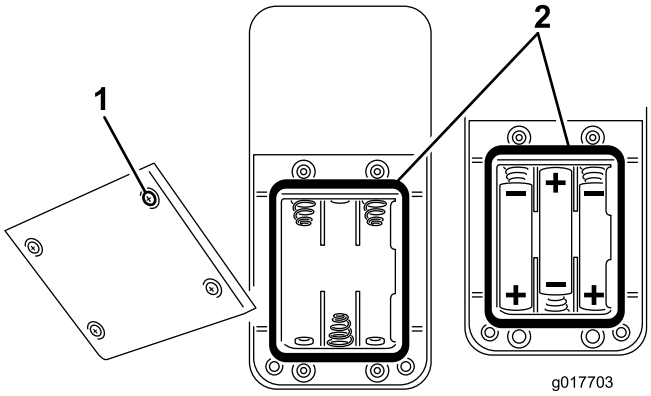

**Figuur 34**
2. Als u batterijen in een leeg batterijvak plaatst, breng dan drie nieuwe AAA-batterijen aan. Plaats de batterijen zoals wordt getoond in Figuur 34.
3. Als u lege batterijen vervangt, verwijder dan de oude batterijen en plaats drie nieuwe AAA-batterijen. Plaats de batterijen zoals wordt getoond in Figuur 34.